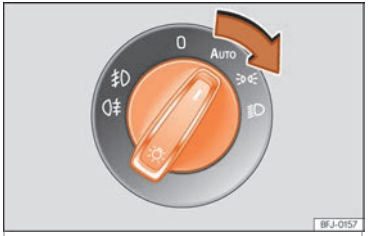

Fig. 98 Dash panel: lights control.
- Turn the switch to the required position ››› Fig. 98.